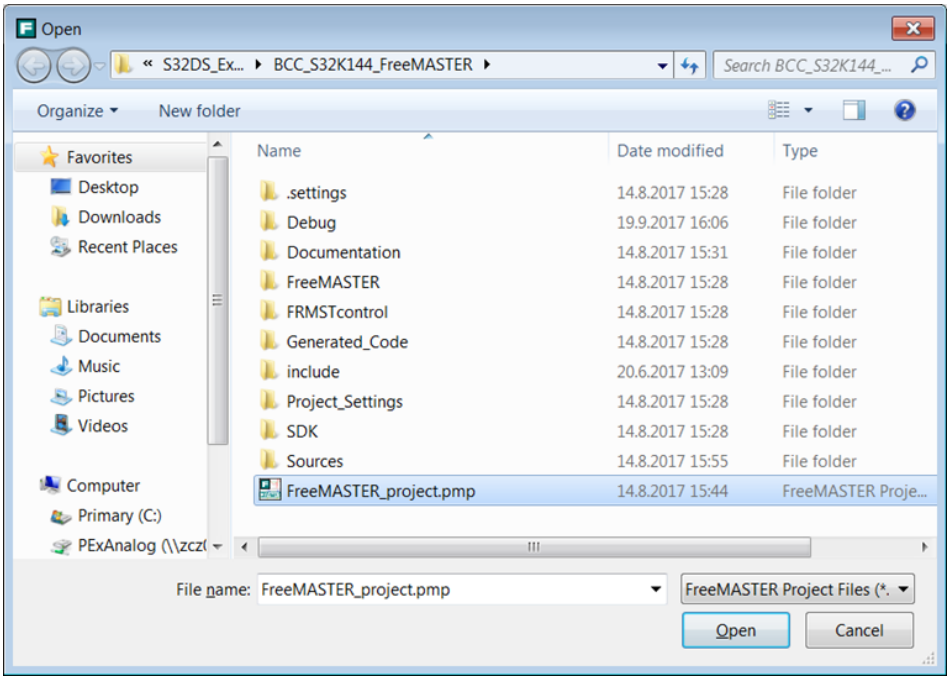

Figure 7. Selection of FreeMASTER project
3. Locate FreeMASTER project file (.pmp) in the example project folder: BCC_SDK_SW\\S32DS_Examples\BCC_S32K144_FreeMASTER. Select **FreeMASTER_project.pmp** file then click Open (see Figure 7).